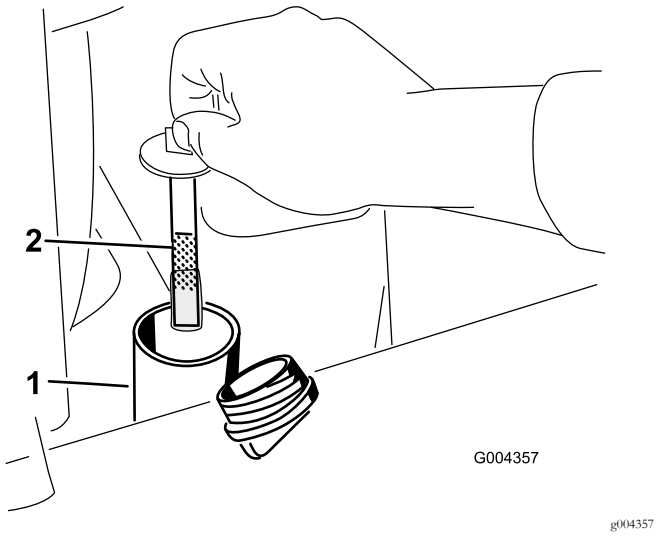

Figur 19
6. Ta loss locket från påfyllningsröret och kontrollera oljenivån på oljestickan (Figur 19).